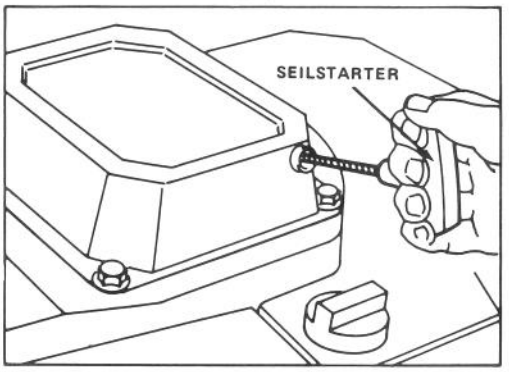

Bild 9
3. SEILSTARTER – Gashebel auf Choke stellen. Den Seilstarter (Bild 9) ziehen und Gashebel bei Motoranlauf wunschjemäß einstellen.